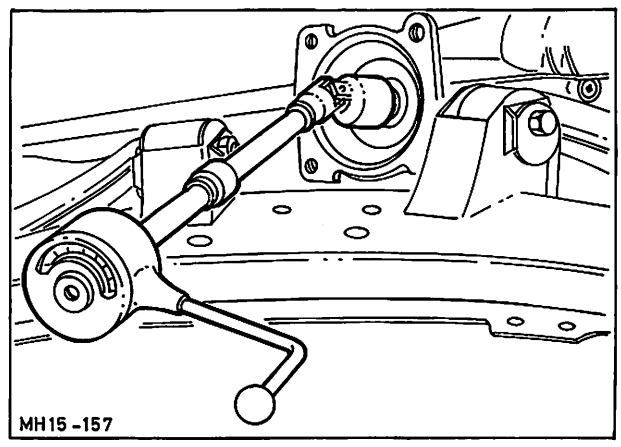

Abb. 106 Gesamtdurchdrehmoment der Achse mit Drehmomentlehre 15-041 messen (Bremstrommeln abgebaut)
9. Drehmomentlehre 15-041 mit Spezialnuß 15-013, Gelenkstück und Verlängerung auf Abtriebskegelrad setzen und das Gesamtdurchdrehmoment der Achse messen, Abb. 106. Hierzu das Kegelrad gleichmäßig durchdrehen. Drehmomentwert ablesen und notieren, z.B. 1,8 Nm (18 kpcm).